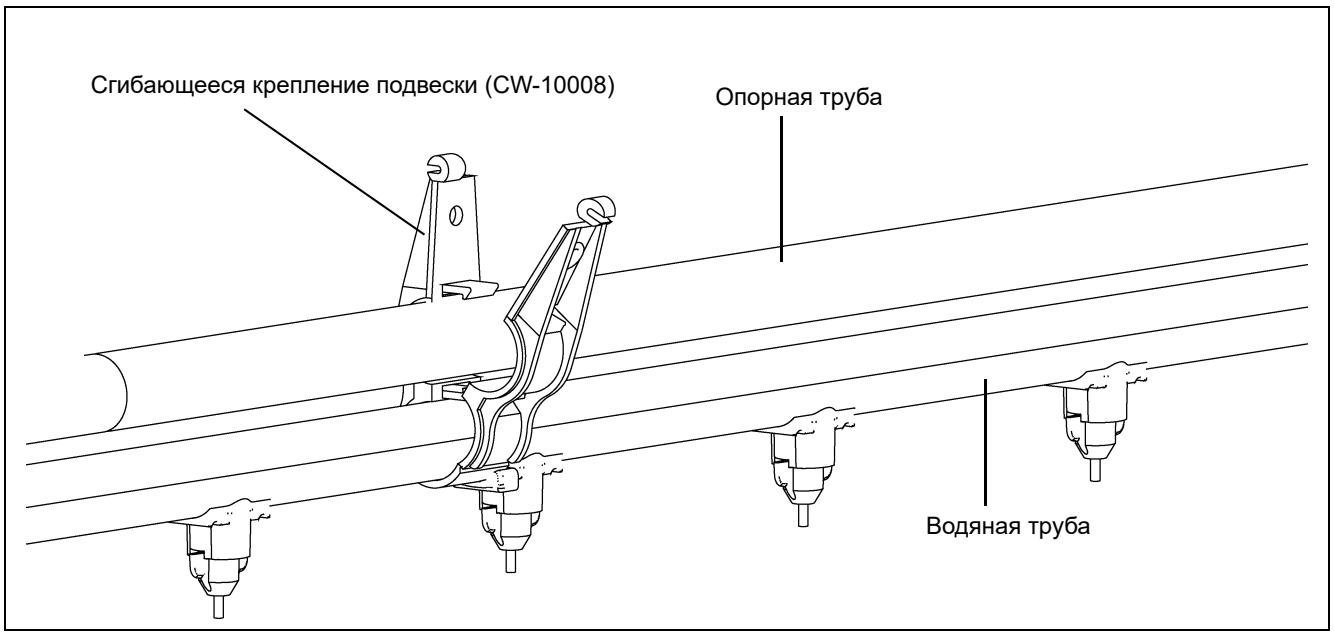

Рисунок 6F
3. Оберните крепления подвески (CW-10008) вокруг водяной трубы и опорной трубы и закрепите их вместе. *(См. Рисунок 6F.)* Равномерно распределите 5-6 креплений подвески по водяной трубе. По крайней мере, два (2) крепления подвески должны быть закреплены в ниппельных седлах, предпочтительно возле торцов трубы и непосредственно под подвесным шнуром, если возможно.